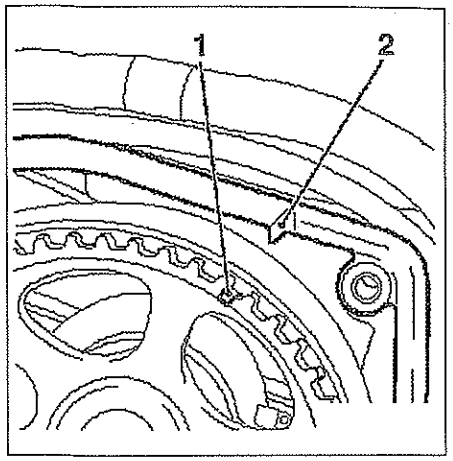

FIG. 11
- Girar el cigüeñal para hacer coincidir las marcas (1) y (2) de calado del eje de levas (cilindro nº 1 en PMS) **(fig. 11)**.
• Aflojar la tuerca de reglaje (1) **(fig. 11)**.